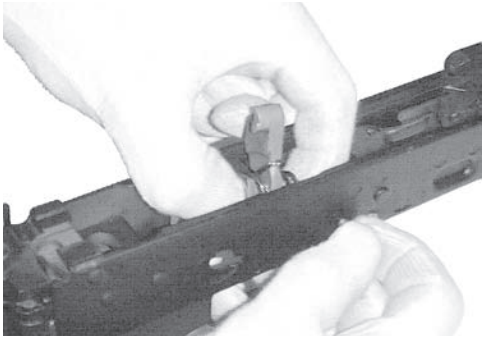
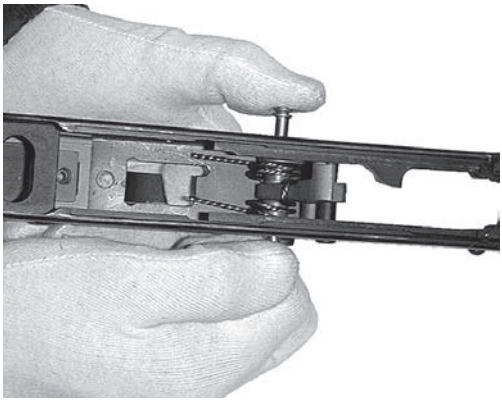

Rys. 83. Wkładanie kurka do komory zamkowej
Rys. 84. Wkładanie osi kurka (właściwej)
- prawidłowość złożenia sprawdzić przez ściśnięcie części; między kurkiem a urządzeniem zapadkowym nie powinno być szczeliny - decydują o tym różnice w wysokości występów na kurku. Złożone w ten sposób części włożyć do komory zamkowej *(rys. 83)* i ustawić, tak aby otwory komory i kurka pokrywały się. Wsunąć z lewej strony komory zamkowej do otworu osi kurka oś przeznaczoną dla spustu, wypychając jednocześnie oś montażową *(rys. 84)*;